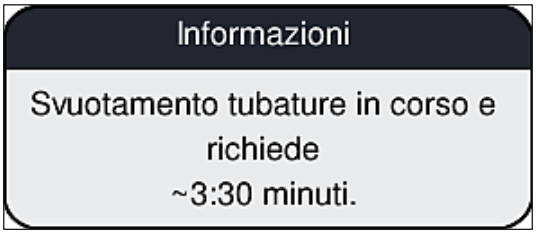

Fig. 107
6. Sullo schermo viene visualizzato un messaggio informativo (→ Fig. 107) per informare l'utente della durata del processo. Questo messaggio scompare non appena termina il pompaggio dell'aria.